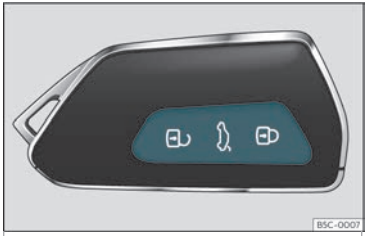

Abb. 74 Funkschlüssel: Tasten.
- Verriegeln: drücken Sie die Taste ››› Abb. 74.